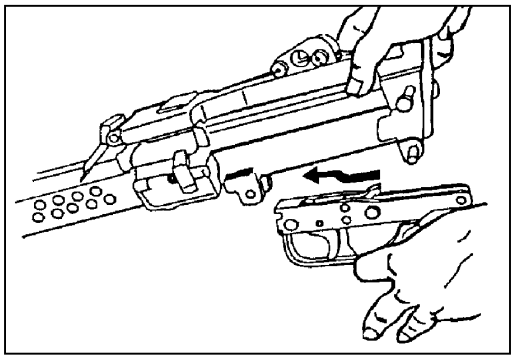

Figure 1-26. Replacement of the trigger mechanism group.
c. **Replacing the Trigger Mechanism Group**. Align the trigger mechanism (Figure 1-26) with the slot on the bottom of the receiver. Hold the trigger mechanism in position to accomplish the next step.